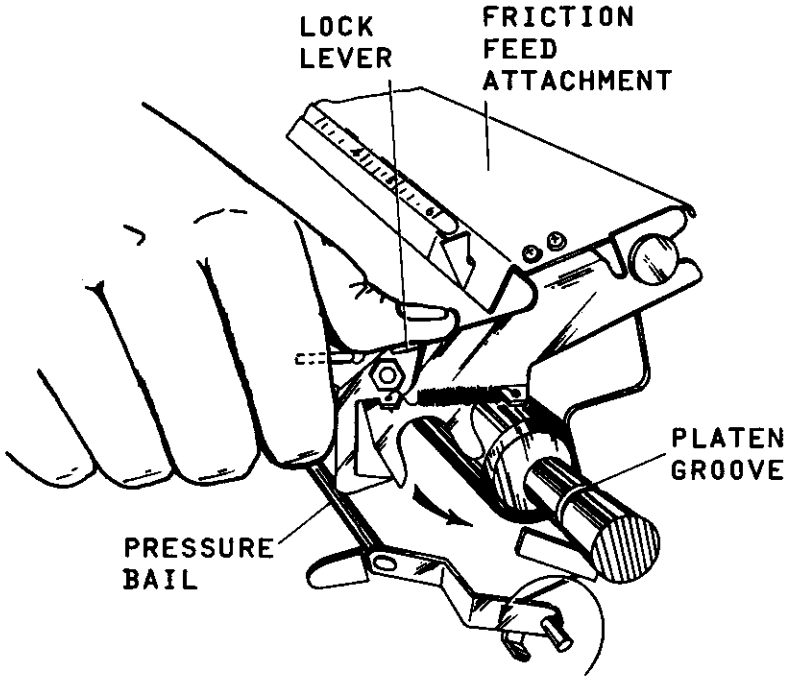

Figure 3-3 Friction-Feed Attachment Removal
c. Press the lock levers and simultaneously raise the assembly upward and toward the rear of the printer as shown in Figure 3-3.